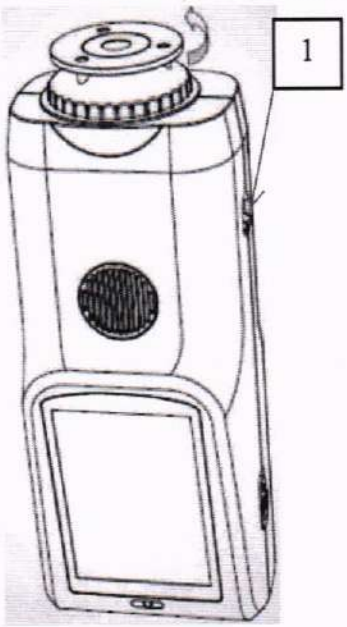

Рисунок 28 – Установка сменной апертуры.
10.1.2.2.9 Установить сменную апертуру 8 мм на прибор. Для снятия апертуры перевернуть прибор, чтобы апертура смотрела вверх. Повернуть её против часовой стрелки и вверх (рисунок 28). Для фиксации установленной апертуры повернуть её по часовой стрелке. Перевести переключатель размера апертуры (рисунок 28, позиция 1) в положение «MAV».